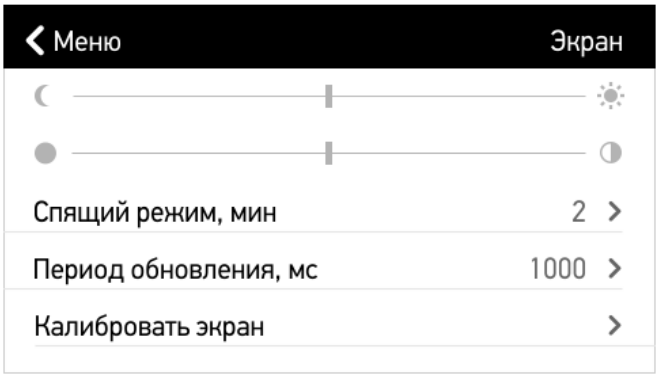

Рисунок 5.27. Меню «Экран».
- «**Экран**» (рисунок 5.27) позволяет изменять следующие настройки: